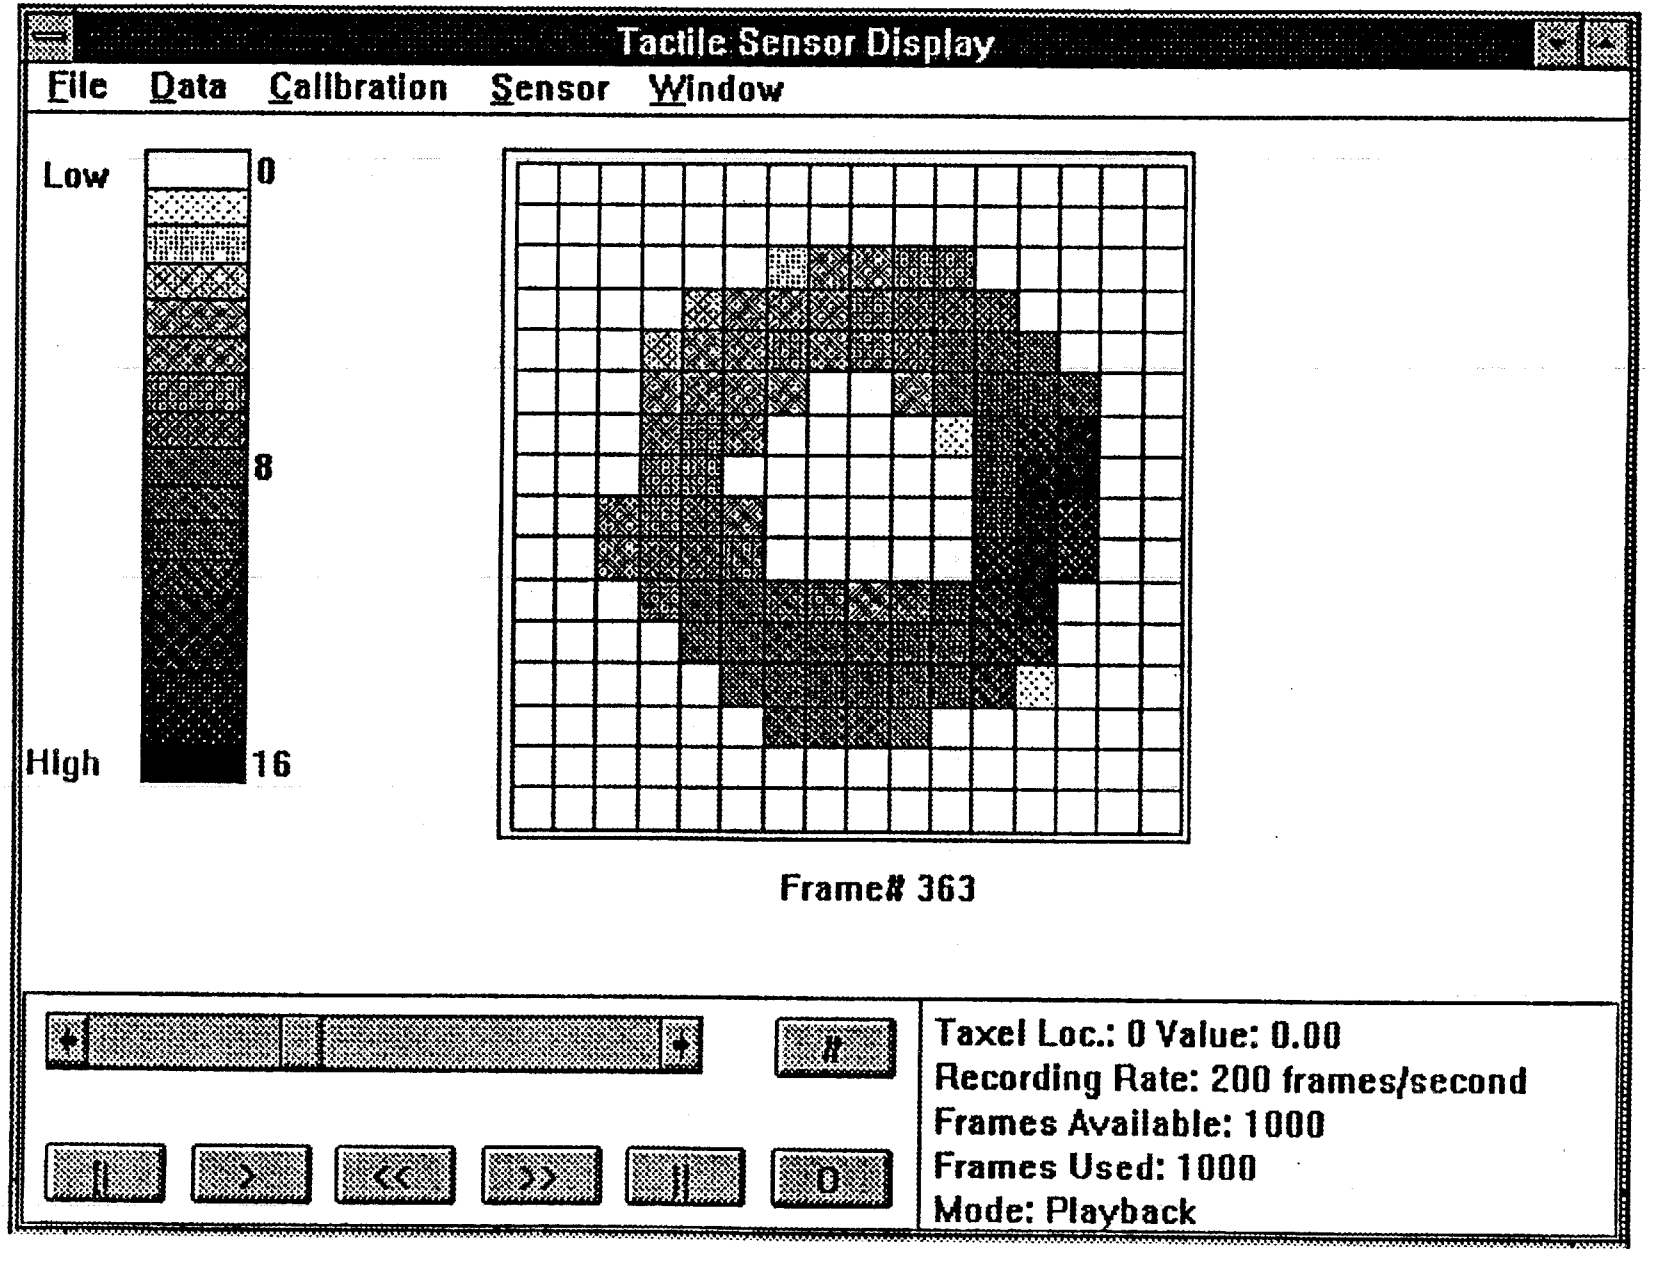

Figure 3. Tactile Sensor System Main Display
The tactile sensor system is operated through software which runs under Windows 3.1®. Operation of the system has been simplified by using a graphical user interface with push-buttons, pull-down menus and dialogue boxes. Figure 3 shows the monitor screen when the Tactile Sensor System software is running. Various menu options are displayed across the top of the screen and sensor controls are located in a box at the lower left side of the screen. The control symbols for operating the sensor are modeled after those found on a video cassette recorder (VCR). They include buttons for Stop ([]), Play or Run (>), Fast Forward (>>), Rewind (<<), Pause (| |), Record (O), and Zero (#). Located directly above these controls is a scroll bar which allows the operator to move quickly through all of the frames in a recorded tactile data file and stop at any frame of interest. (A frame is the data from one full scan of all of the sensor elements.) A box next to the controls displays information related to the data acquisition rate, frame (i.e. scan) number, and location of a user selected taxel and its value.